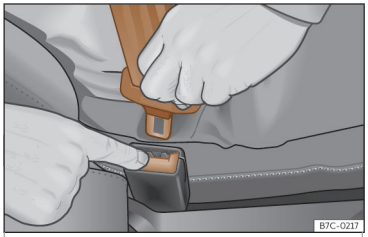

Fig. 14 Rilasciare la linguetta della chiusura della cintura.
- Premere il tasto rosso della chiusura ››› **fig. 14**. La linguetta uscirà dalla chiusura.